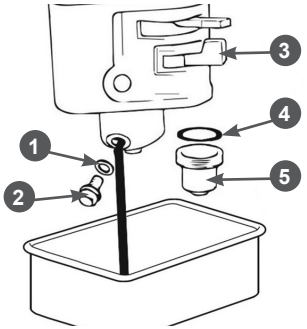

Рис. 24 Обслуживание карбюратора
1. Установите под карбюратор подходящую емкость (Рис. 24).
2. Установите рычаг топливного крана 3 в положение «ЗАКРЫТО» (Рис. 24).
3. Открутите болт 2 сливного отверстия и слейте топливо из поплавковой камеры карбюратора в приготовленную для этого ёмкость (Рис. 24).
4. Открутите стакан отстойника 5 (при его наличии), вылейте из него топливо в заранее подготовленную емкость (Рис. 24).